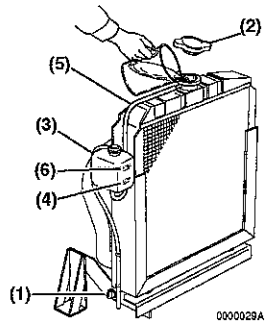
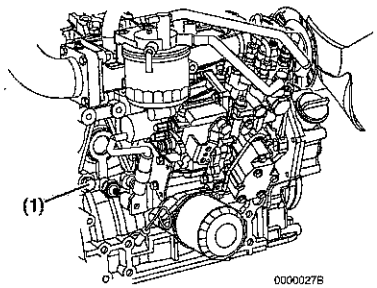
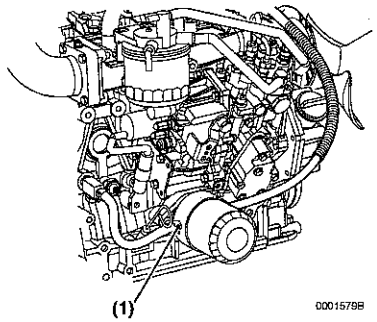

Figura 5
Figura 6
Figura 7
7. Far funzionare il motore finché non raggiunge la temperatura operativa. Verificare il livello di refrigerante del motore nel serbatoio di riserva. Con il motore in funzione e il refrigerante alla temperatura normale, il livello nel serbatoio di riserva deve corrispondere o essere in prossimità dell'indicatore FULL (HOT) (MASSIMO (CALDO)) **(Figura 5, (6))**. Se il refrigerante non è al livello FULL (HOT) (MASSIMO (CALDO)), aggiungere refrigerante al serbatoio di riserva per portarlo a tale livello.
1. Verificare il livello del refrigerante del motore nel serbatoio di riserva. Quando il motore è freddo, il livello del refrigerante nel serbatoio deve corrispondere o superare appena l'indicatore LOW (COLD) (MINIMO (FREDDO)) **(Figura 5, (4))** del serbatoio di riserva per il refrigerante.
Se a motore freddo il livello del refrigerante corrisponde all'indicatore FULL (HOT) (MASSIMO (CALDO)) **(Figura 5, (6))**, questo si espanderà con il riscaldamento e potrà fuoriuscire dal tubo del troppo pieno.
1. Verificare che il tappo di scarico del radiatore sia inserito e serrato o che il rubinetto di scarico **(Figura 5, (1))** sia chiuso. Verificare inoltre che il tappo di scarico del refrigerante **(Figura 6, (1))** sul blocco cilindri sia chiuso e che i tubi del refrigerante **(Figura 7, (1))** siano connessi all'elemento refrigeratore dell'olio.
2. Rimuovere il tappo del radiatore **(Figura 5, (2))** ruotandolo in senso antiorario di circa 1/3 di giro.
4. Ripristinare il tappo del radiatore **(Figura 5, (2))**. Allineare le linguette sul lato inferiore del radiatore con le tacche presenti sul bocchettone di riempimento del refrigerante. Premere e ruotare il tappo in senso orario di circa 1/3 di giro.
5. Rimuovere il tappo del serbatoio di riserva **(Figura 5, (3))** e riempire fino all'indicatore LOW (COLD) (MINIMO (FREDDO)) **(Figura 5, (4))** con il refrigerante. Ripristinare il tappo.
6. Controllare il tubo **(Figura 5, (5))** che collega il serbatoio di riserva **(Figura 5, (3))** al radiatore. Verificare che sia saldamente connesso e che non siano presenti crepe o danni. Se il tubo è danneggiato, il refrigerante per il motore fuoriuscirà anziché passare al serbatoio di riserva.